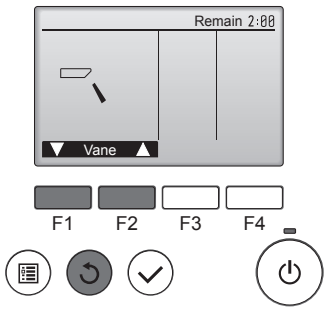

Fig. 7-4
② Press the [SELECT] button to display the Vane operation screen, and then press the [F1] and [F2] buttons to check the auto vane. (Fig. 7-4)